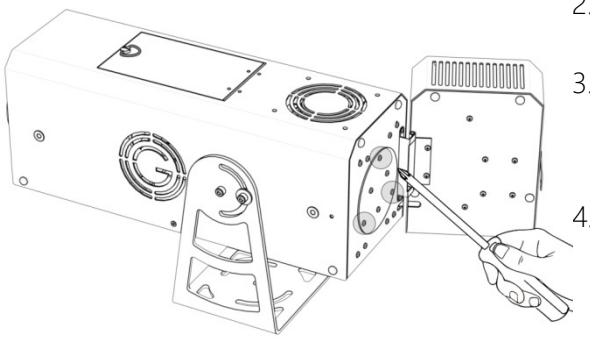

Fig. 4
2. Svitare le tre viti di ancoraggio del coperchio del portalampada come mostrato in Fig.4.